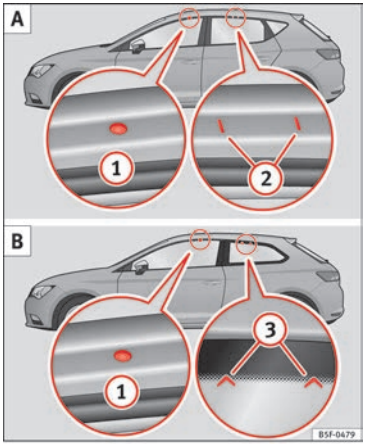

Fig. 182 Leon/Leon SC: puntos de fijación de las barras longitudinales para el portaequipajes del techo.
Los puntos de fijación delanteros y traseros (1) y (2) sólo pueden verse con las puertas abiertas ››› **fig. 182 A**.
Los puntos de fijación delanteros (1) sólo pueden verse con las puertas abiertas. Los puntos de fijación traseros (3) están marcados en el borde superior del cristal lateral con puntas de flecha ››› **fig. 182 B**.